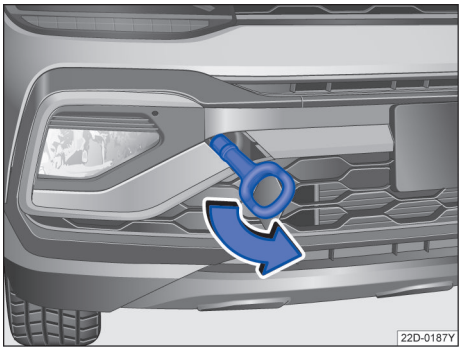

图 150 安装牵引环
- 将牵引环朝箭头方向拧入螺纹孔内，直到限位位置→图 150。